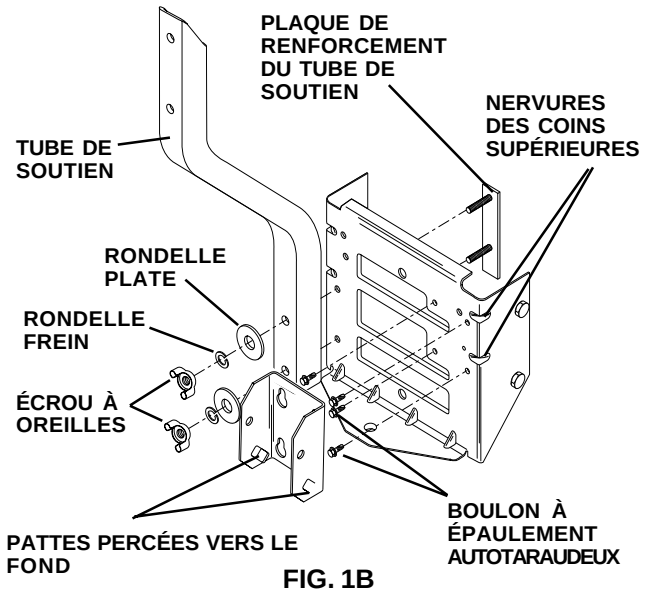

FIG. 1B
Si votre tracteur n’a pas quatre (4) boulons à épaulement installés sur la barre d’attelage, suivez les instructions ci-dessous (Voyez la Fig. 1B).
1. Utilisant les quatre (4) trous façonnés sur la barre d’attelage, installez les quatre (4) boulons comme montré et serrez à fond.